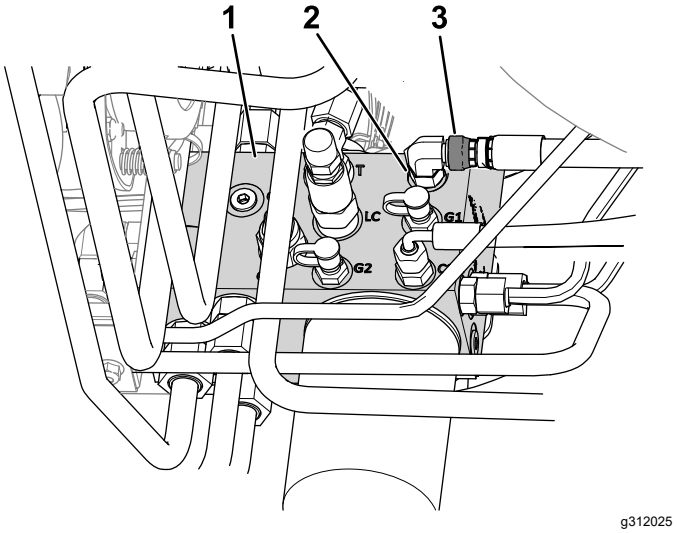

Figuur 10
B. Maak de wartelmoer van de slang los die is aangesloten op poort C1 van het hydraulische verdeelstuk (Figuur 10).